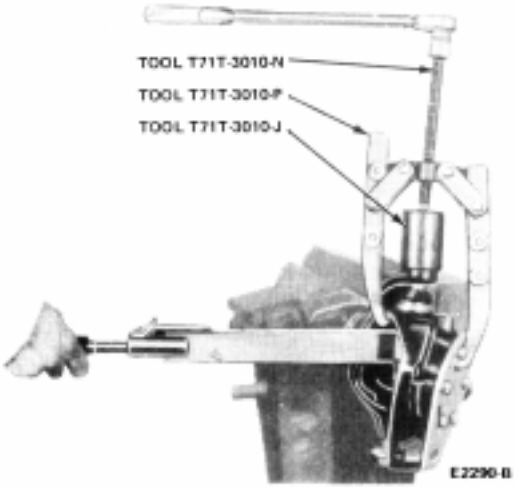

FIG. 9 Assembly of Knuckle to Yoke
7. Place a spanner wrench and step plate over the adjusting sleeve. Locate the puller exactly as shown, and turn the forcing screw. This will pull the knuckle assembly into the yoke. With torque still applied, tighten the bottom nut on the socket. Tighten the nut to 70-90 ft-lb (Fig.9).